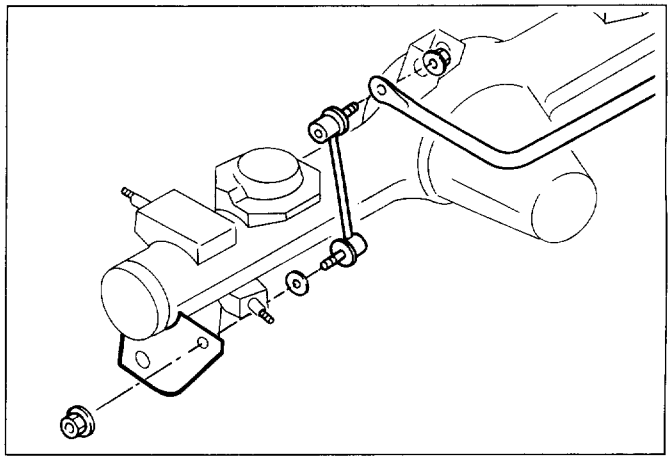

Fig. 3D-22
1. **Nut and washer (Fig. 3D-22)**